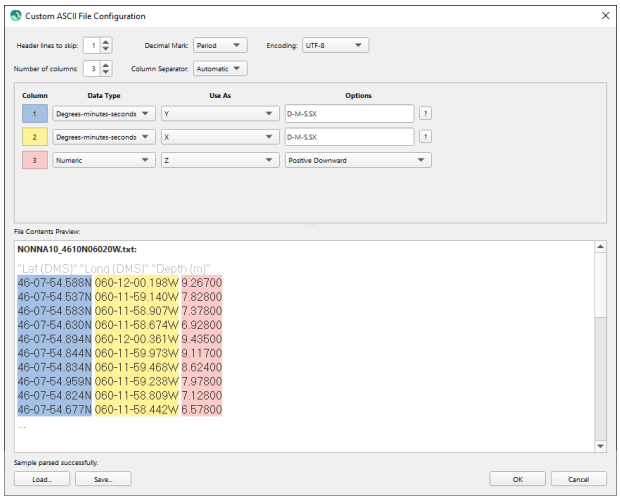

Figure 4. *Custom ASCII File Format.*
- To add .las ASCII files navigate and select on the files wanted, select "Open". This will bring up the Custom ASCII File Configuration Dialog (see Figure 4). Change the settings to correctly read the file.
Right clicking on a Processed Point File in the Project Sources dock and selecting "Edit File Configuration..." (see Figure 10a) will open the Custom ASCII Configuration dialog box (see Figure 4). Changing anything within the Custom ASCII Configuration dialog box to a processed point file, that has an associated QPD file, will cause the QPD file to automatically be regenerated. Before the QPD is regenerated, a configuration warning will pop-up (see Figure 10b) because any edits made to the QPD file before changing the configuration will be lost.